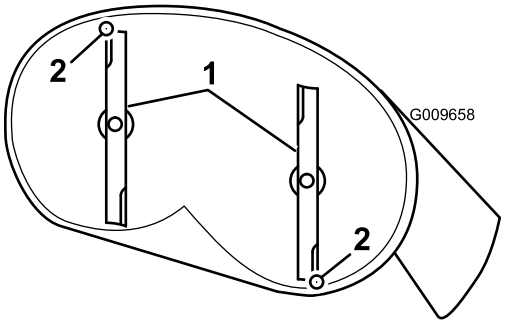

Figur 56
4. Roter knivene forsiktig slik at de står på langs (Figur 56).
5. Mål fra tuppen på den fremre kniven til den flate overflaten, og tuppen på den bakre kniven til den flate overflaten (Figur 56). Hvis den fremre knivtuppen ikke er 1,6–7,9 mm lavere enn den bakre knivtuppen, må du justere den fremre låsemutteren.
8. Kontroller knivens hellingsvinkel på langs på nytt etter justering. Fortsett å justere mutteren til den fremre knivtuppen er 1,6–7,9 mm lavere enn bakre knivtupp (Figur 56).